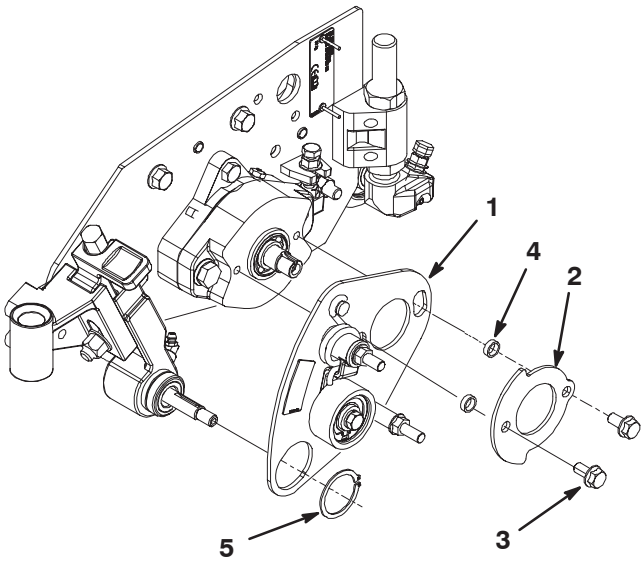

Figure 6
10. Mount the groomer plate assembly to the drive assembly with the retaining plate and (2) .312 x .62" lg. flange head screws and spacers (Fig. 6). Make sure the groomer plate is positioned over the LH height of cut assembly .Torque the screws to 200 in–lbs.
11. Secure the groomer plate assembly to the height of cut assembly with a retaining ring (Fig. 6).